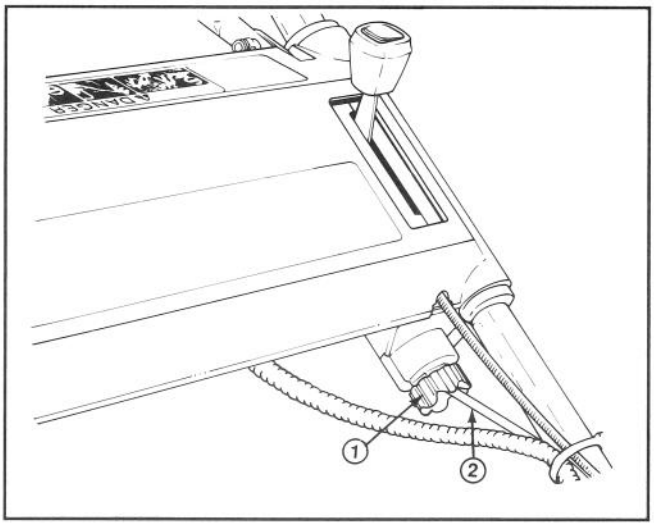

Figure 19
2. Rotate adjustment knob (Fig. 19) 1/2 turn clockwise to tighten drive belt, or 1/2 turn counterclockwise to loosen belt. Hold control cable while rotating to prevent cable from turning.